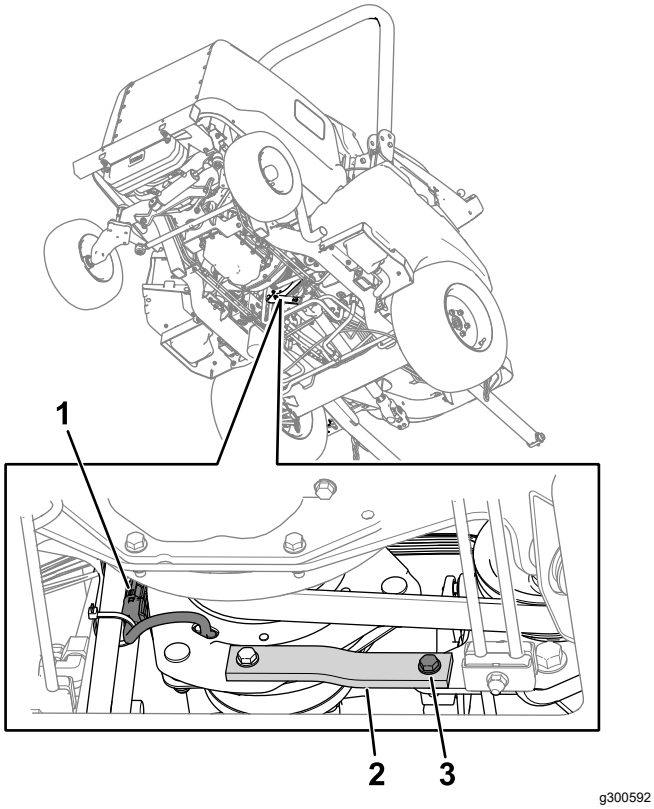

Bild 75
2. Ziehen Sie den Anschluss des Kabelbaums der Kupplung vom Maschinen-Kabelbaum ab (Bild 75).
3. Entfernen Sie die Schraube, Unterlegscheibe und Mutter vom Gummiband (Bild 75) am Rahmen.